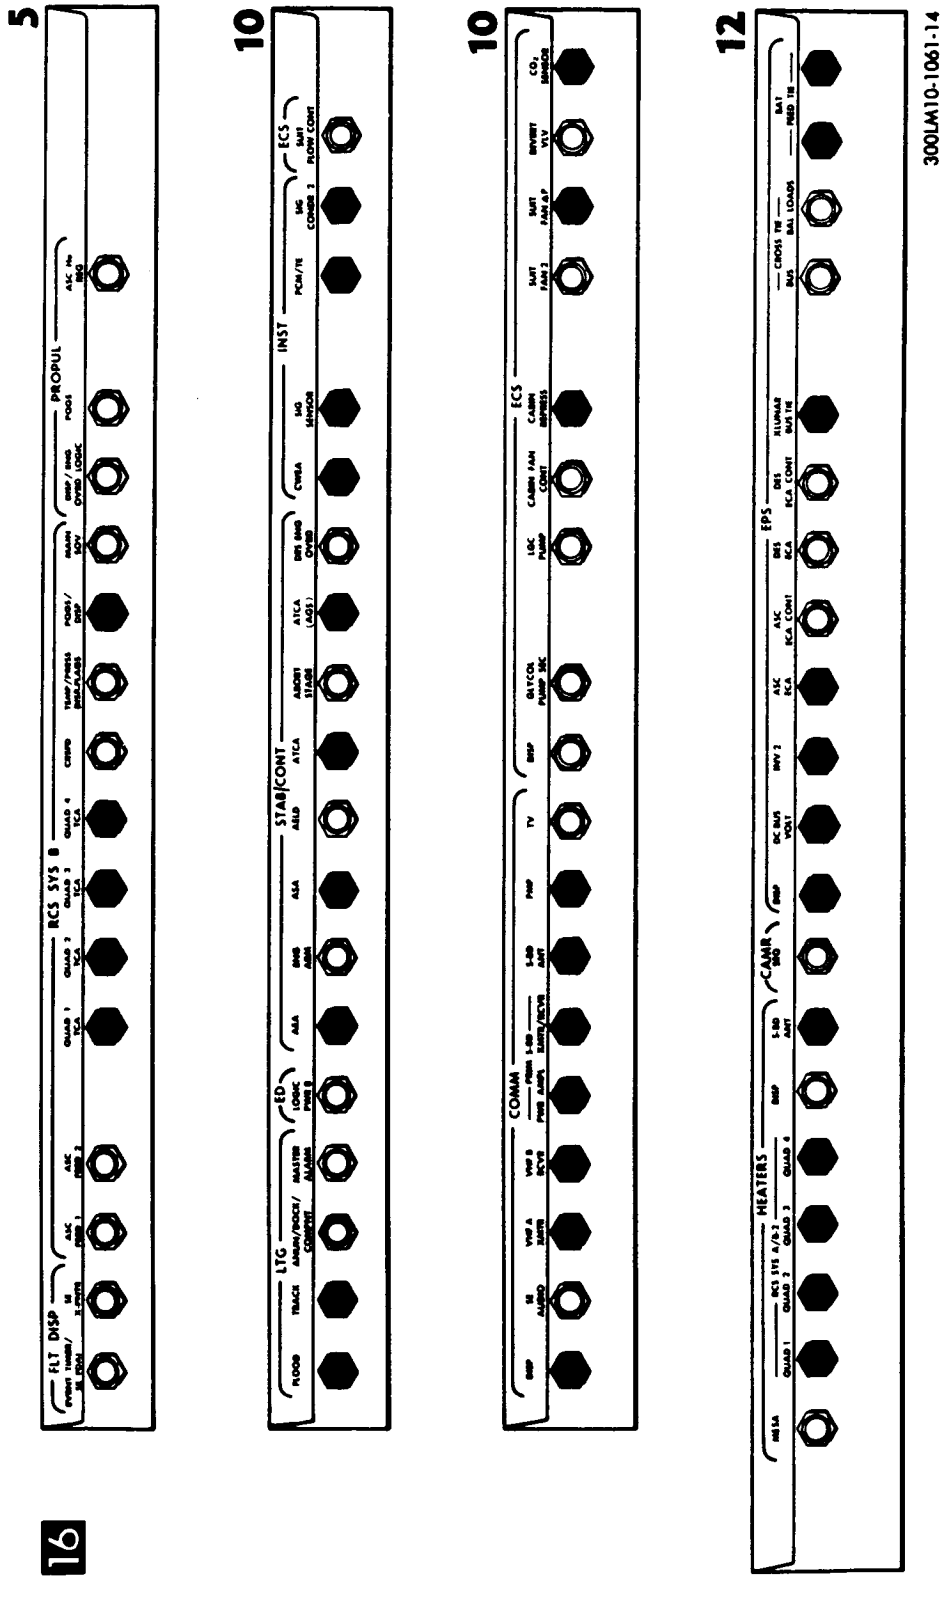

Figure 4-23. RCS Burn for Lunar Impact (Panel 16)
CB COMM: DISP - close VHF A XMTR - close VHF B RCVR - close PRIM S BD PWR AMPL - close PRIM S BD XMTR/RCVR - close S BD ANT - close PMP - close CB ECS: CABIN REPRESS - close SUIT FAN ΔP - close CO2 SENSOR CB HTR RCS SYS A/B 2: QUAD 1, 2, 3, & 4 - close CB HTR: S BD ANT - close CB EPS: DISP - close DC BUS VOLT - close INV 2 - close ASC ECA - close XLUNAR BUS TIE - close BAT FEED TIE (2) - close Verify cb status per RCS Burn for Lunar Impact.	See fig 4-23.